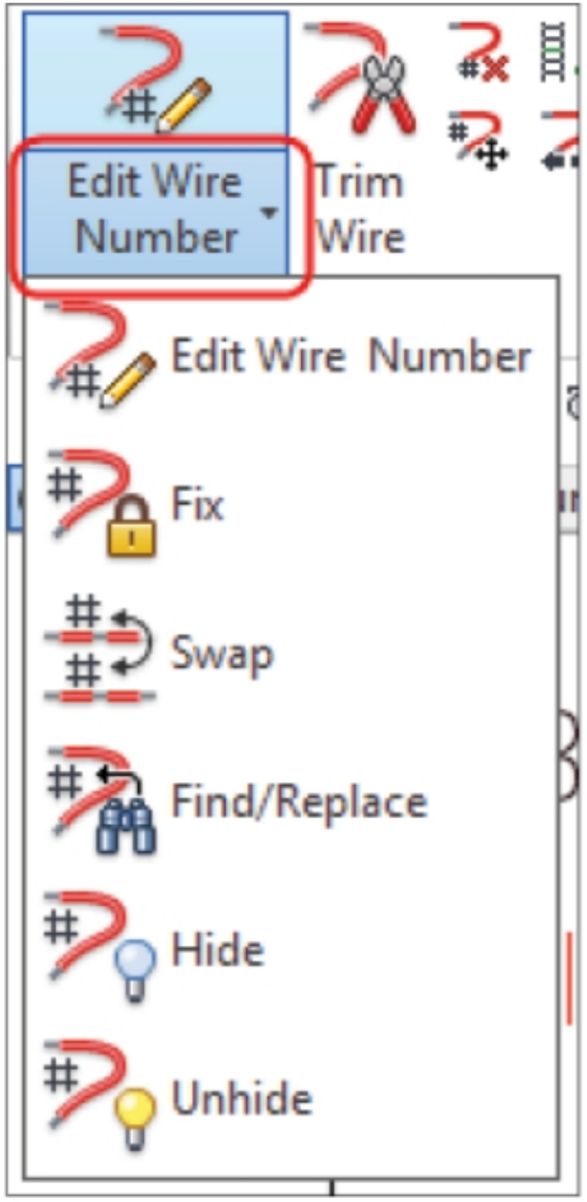

Figure-66. Edit Wire Number drop-down
- Click on the down arrow below **Edit Wire Number** button in the **Ribbon**. The **Edit Wire Number** drop-down will be displayed; refer to Figure-66.